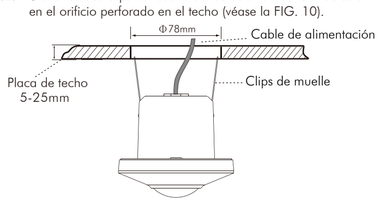

FIG.10
3.4.2.4 Cierre los dos clips de resorte del detector e inserte el detector en el orificio perforado en el techo (véase la FIG. 10).